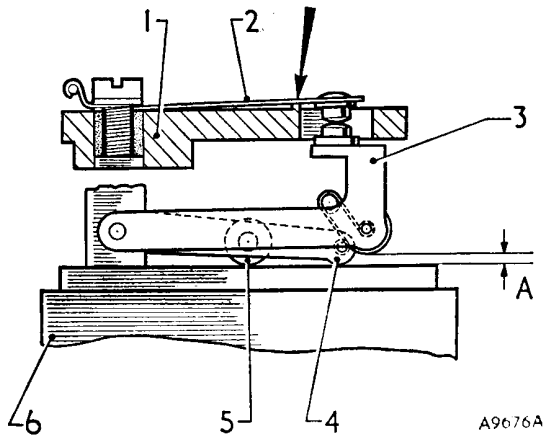

Fig. D.6
35. Check the gap between the points indirectly by carefully holding the contact blade against the rib on the pedestal, without pressing against the tip (Fig. D.6), then check if a .030 in. (.8 mm.) feeler will pass between the fibre rollers and the face of the coil housing. If necessary, the tip of the blade can be set to correct the gap.